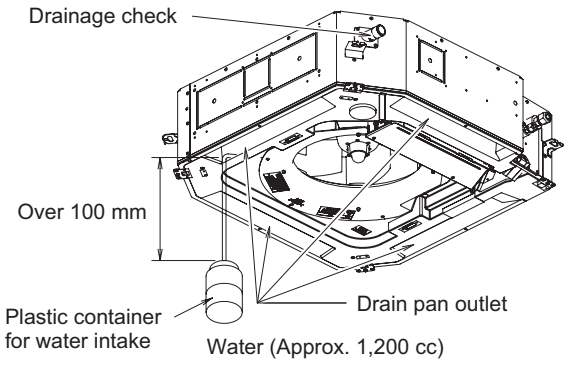

Fig. 2-52
(1) Connect power to the power terminal board (R, S terminals) inside the electrical component box.
(2) Slowly pour about 1,200 cc of water into the drain pan to check drainage. (Fig. 2-52)
(3) Short the check pin (CHK) on the indoor control board and operate the drain pump. Check the water flow through the transparent drain pipe and see if there is any leakage.
(4) When the check of drainage is complete, open the check pin (CHK) and remount the tube cover.
(5) Checkpoint after installation